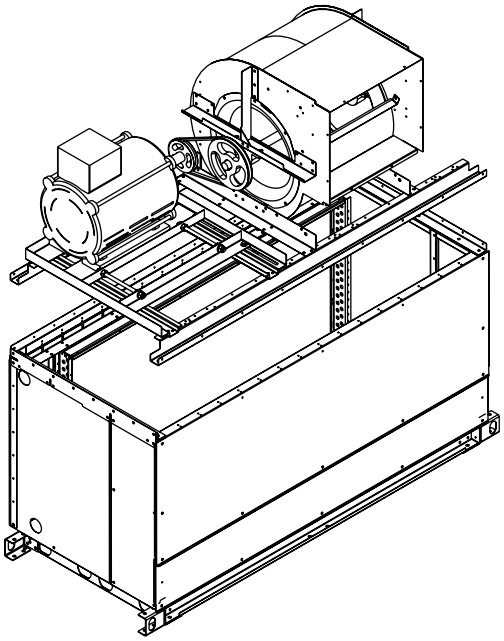

Fig. 92 — Remove Fan
3. Remove the fan by removing the 4 screws on the corner of the fan sled. On larger units the fan sled may be extremely heavy. Affix appropriate rigging to remove the required components, noting on a diagram where each component is attached. See Fig. 92.